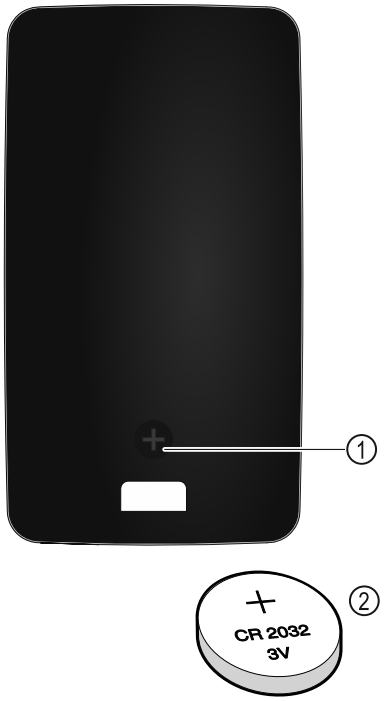

Fig. 223
Telecomanda este alimentată de o baterie tip CR 2032 de 3V *Fig. 223 (2)*, care este disponibilă în comerțul specializat.
▶ Deșurubați șurubul *Fig. 223 (1)* de pe partea din spate a telecomenzii.